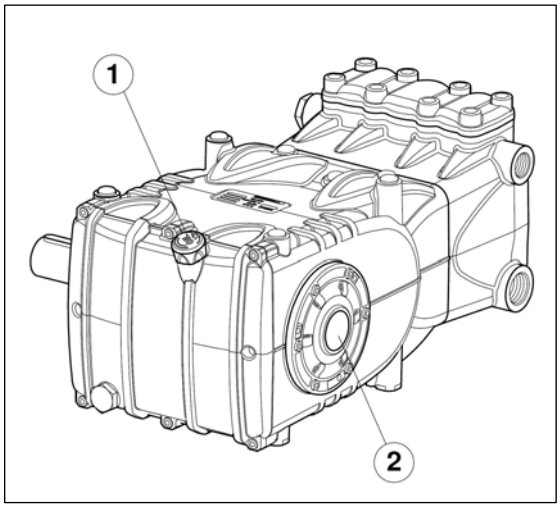

fig. 14
5. Oil in the pump casing is at level, verified with a dipstick (position 1 fig. 14). and exceptionally with a level indicator (position 2 fig. 14).